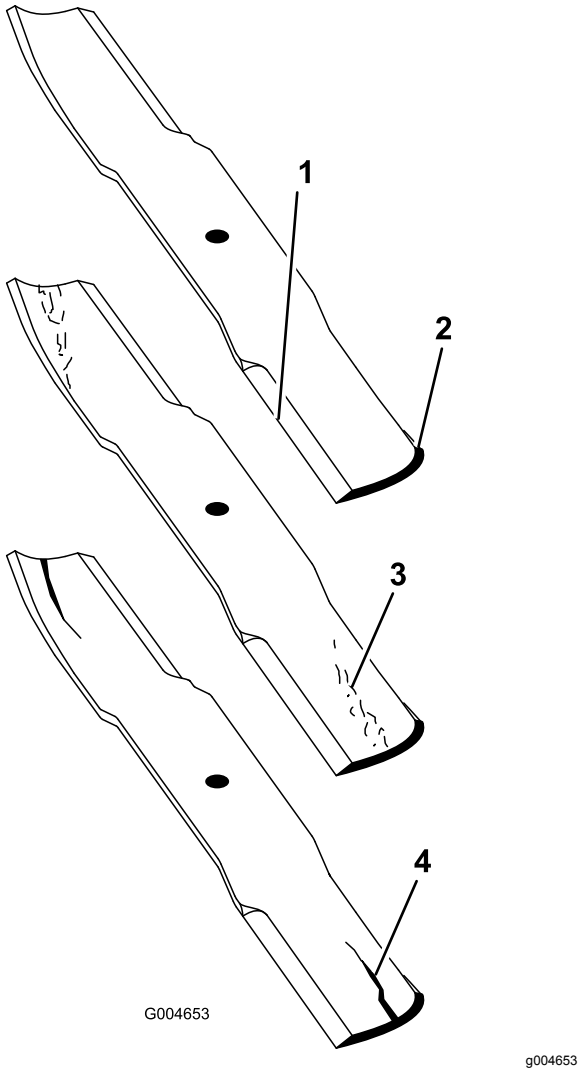

Figur 104
2. Undersøk kniveggene nøye, særlig der de flate og bøyde delene av kniven møtes (Figur 104).
Merk: Siden sand og slipende materiale kan slite på metallet mellom den flate og bøyde delen av kniven, kontrollerer du kniven før du bruker klippeenheten. Skift ut kniven hvis du oppdager slitasje (Figur 104).